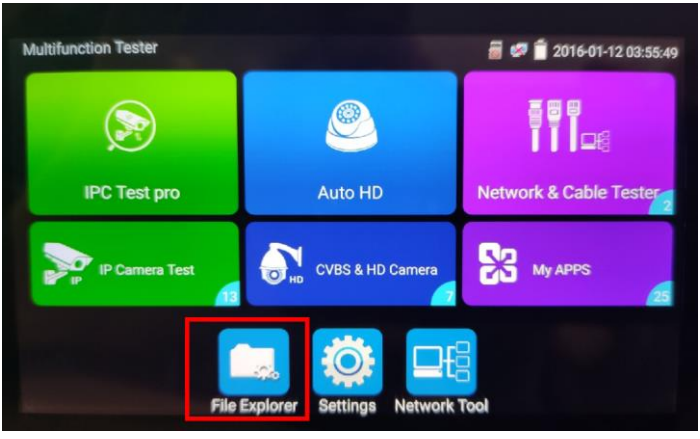

Рис. 22 Приложение «File Explorer»
4) Вернитесь на рабочий стол тестера, найдите значок приложения «File Explorer» и запустите его (рис. 22);